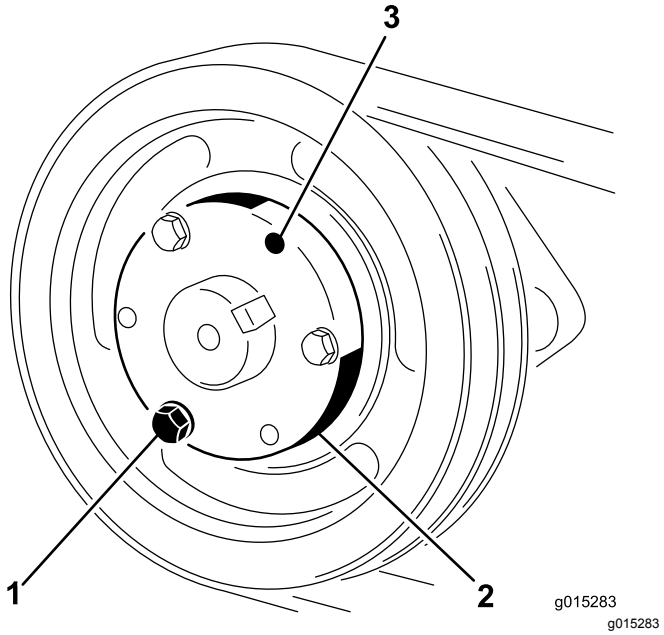

Figura 26
1. Retire os parafusos e as anilhas de segurança uma de cada vez e aparafuse-as nos orifícios adjacentes (Figura 26).